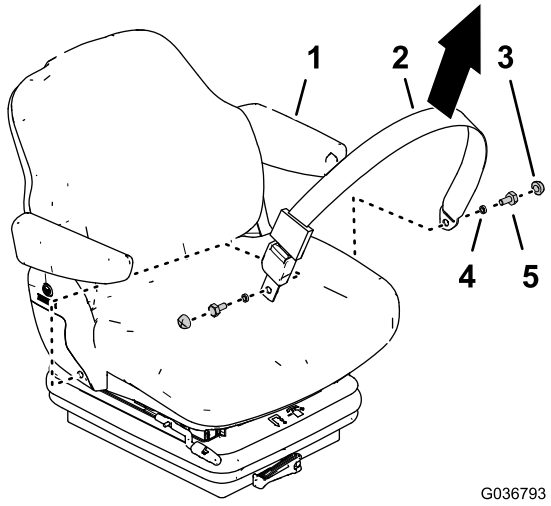

Figura 11
1. Rimuovete le coperture e i bulloni che fissano la cintura di sicurezza statica dal vecchio sedile (Figura 11).